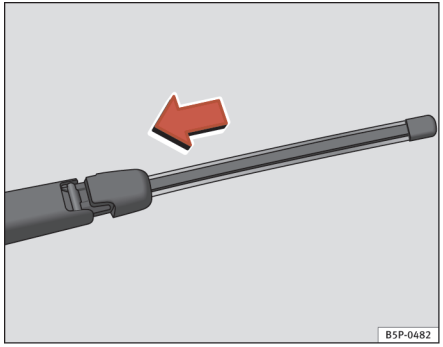

Fig. 145 Sådan sættes viskerbladet på.
– Placer viskerbladet som vist på ⇒ fig. 145, og forskyd adapteren, indtil den går i hak.